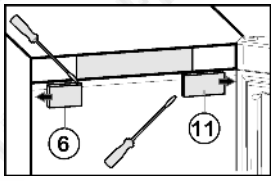

Fig. 5
- ▶ Снятие крышки со стороны ручки *Fig. 5 (6)*: справа выведите из фиксатора при помощи плоской отвёртки и сдвиньте наружу.
- ▶ Снятие крышки со стороны шарнира *Fig. 5 (11)*: слева выведите из фиксатора при помощи плоской отвёртки и сдвиньте наружу.
▶ Установите крышку *Fig. 5 (6)* снаружи со стороны шарнира с поворотом на 180° и защелкните ее.